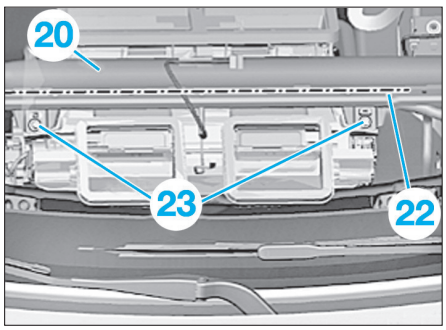

Fig. 22
• Détacher le faisceau de câbles (22) du tube-support (20) **(Fig.22)**.